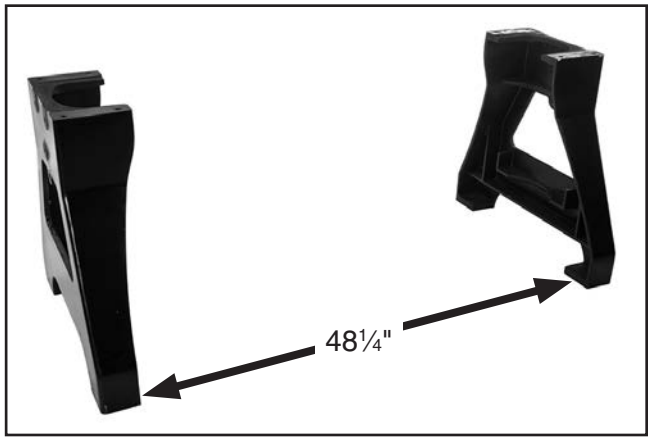

Figure 14. Stand legs aligned and correctly positioned 48¼" apart.
1. Position stand legs upright approximately 48¼" apart, and align them reasonably well (see **Figure 14**).